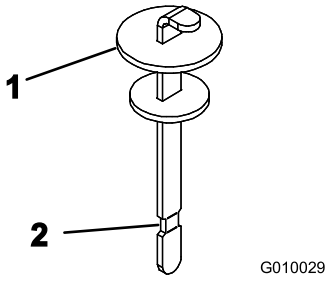

**Figur 20**
4. Fjern peilestaven fra påfyllingshalsen, og tørk av den med en ren fille. Før peilestaven ned i påfyllingshalsen før du tar den ut og kontroller oljenivået. Oljenivået må nå opp til merket på peilestaven (Figur 20).